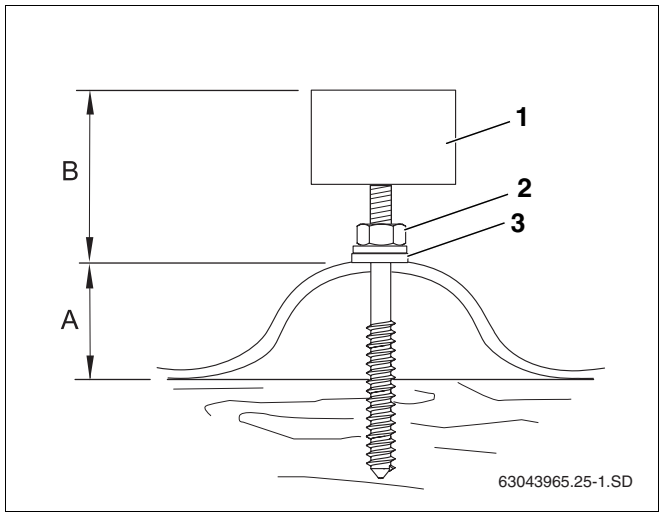

Abb. 24 Montierte Stockschraube auf Wellplattendach
Beachten Sie beim Eindrehen der Stockschrauben, dass der Abstand B (Tab. 7 und Abb. 24) bei allen Stockschrauben gleich ist.
- Die Mutter (Abb. 24, **Pos. 2**) so weit festdrehen, bis die Dichtscheibe (Abb. 24, **Pos. 3**) vollständig auf dem Dach aufliegt.